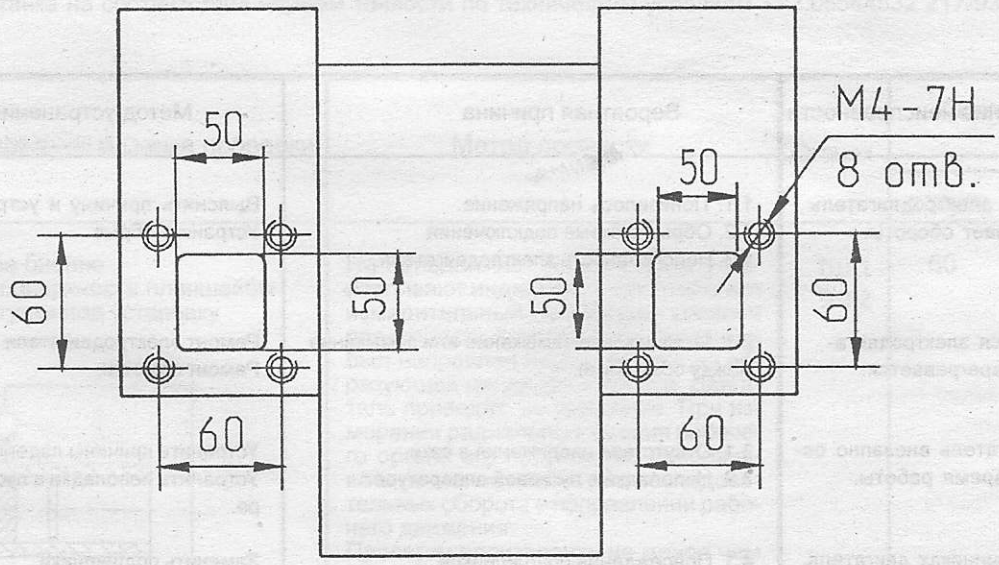

Рис. 6. Разъем крепления патрубка пылеотсасывающего аппарата.
9.5. Для подключения пылеотсасывающего агрегата на станке имеется разъем крепления патрубка (см. рис.6):